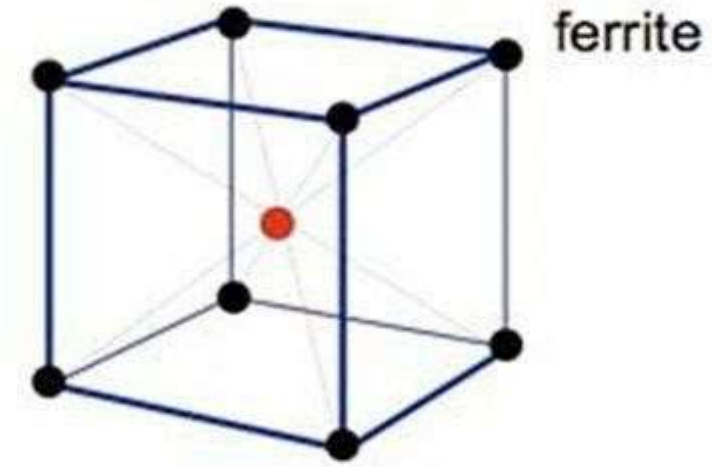

Fig.2(a): Crystal structure of ferrite
- **Interstitial solid solution of carbon in iron of body centred cubic crystal structure (BCC) (α iron)(same as Fig. 2(a)).**